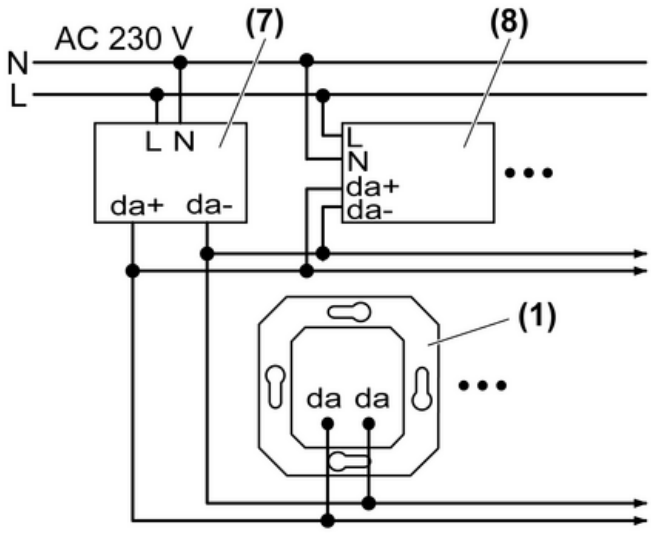

Bild 2
- DALI-Potentiometer und DALI-EVG gemäß Anschlussplan anschließen (Bild 2). Dabei die Angaben des EVG-Herstellers beachten!